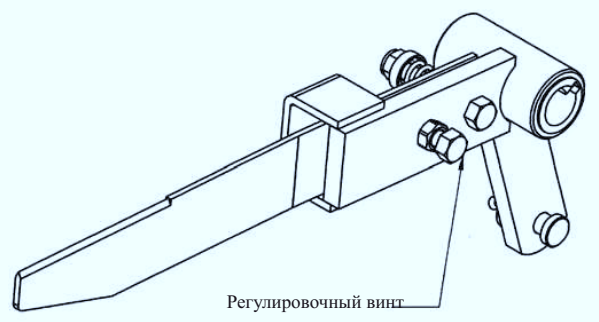

Рис. 12 Регулировка шага обмотки (поз.13 на рис. 11).
Регулировка осуществляется с помощью указанного на рис. 12 винта. Ввинчивая винт, измерительный нож (13) отодвигается от ременного шкива (12) и длина обмотки уменьшается. Рекомендуемая минимальная длина составляет ок. 1,5 оборота рулона. Шаг обмотки следует подобрать к индивидуальным условиям подборки.